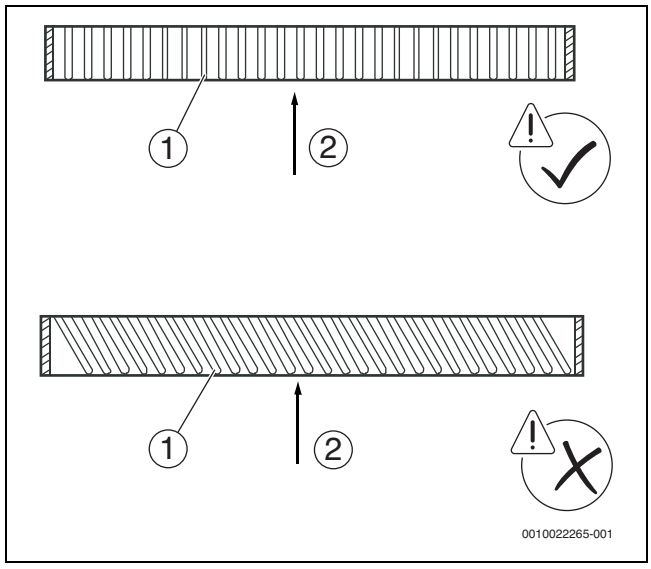

Рис. 2
- Убедитесь, что решетка воздухозаборника расположена под углом таким образом, что она параллельна направлению впуска воздуха. Между решеткой воздухозаборника и направлением воздухозаборника не должно быть угла, иначе будет увеличиваться уровень шума (→ рис. 2).